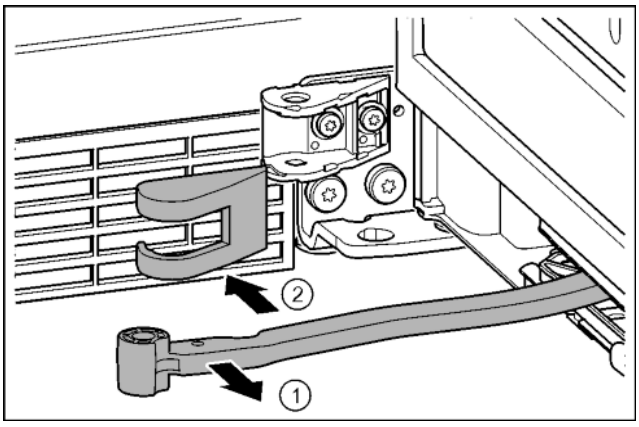

Fig. 16
▶ Turn the hinge in the direction of the door. *Fig. 16 (1)*
▶ Remove the bearing bracket cover. *Fig. 16 (2)*